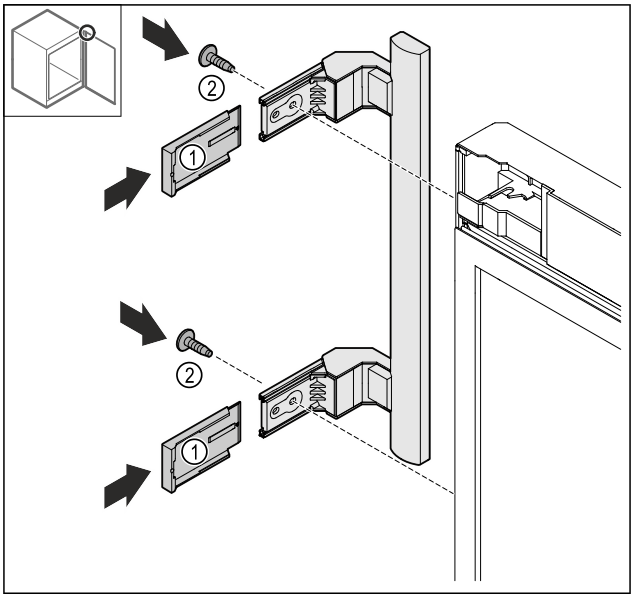

Fig. 20
▶ Montați capacele *Fig. 20 (1)*.